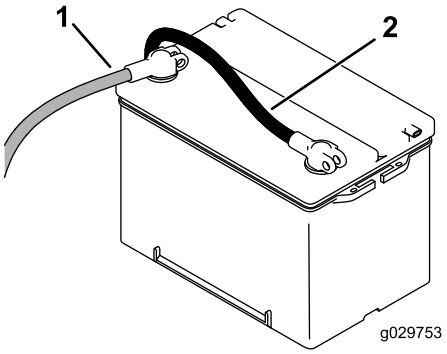

**Rysunek 50**
- Aby odłączyć zasilanie elektryczne maszyny, przekręć odłącznik akumulatora w lewo do pozycji OFF (Rysunek 50).
6. Podłącz przewód dodatni (czerwony) do bieguna dodatniego (+), a następnie przewód ujemny (czarny) do bieguna ujemnego (-) akumulatora (Rysunek 50).